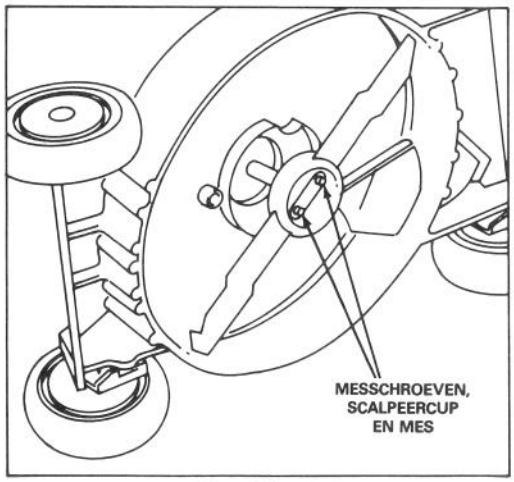

Afbeelding 20
3. Zet de maaier op de rechterzijde (Afb. 20). Pas op dat u het mes niet roteert. Dit kan tot problemen bij het starten leiden.
dikke gewatteerde handschoen. Verwijder de messchroef en mes (Afb. 20).